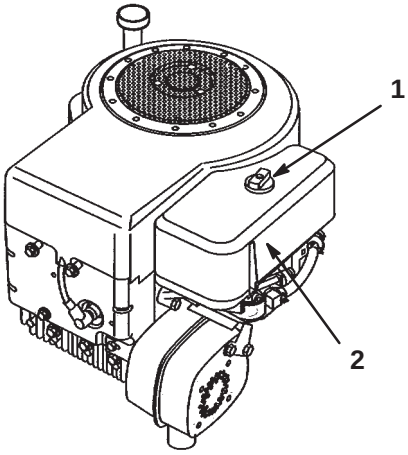

Figure 21
8. Dévissez le bouton et déposez le couvercle du filtre à air (Fig. 21).
3. Reposez le couvercle du filtre à air et le bouton (Fig. 21), et serrez solidement le bouton.